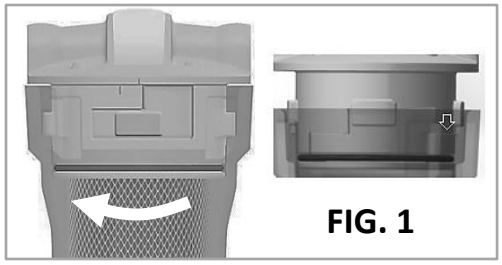

FIG. 1
2. Séparez le carter (520) de la tête du filtre (2501) en le tournant de 1/8 de tour en sens antihoraire (Fig 1).